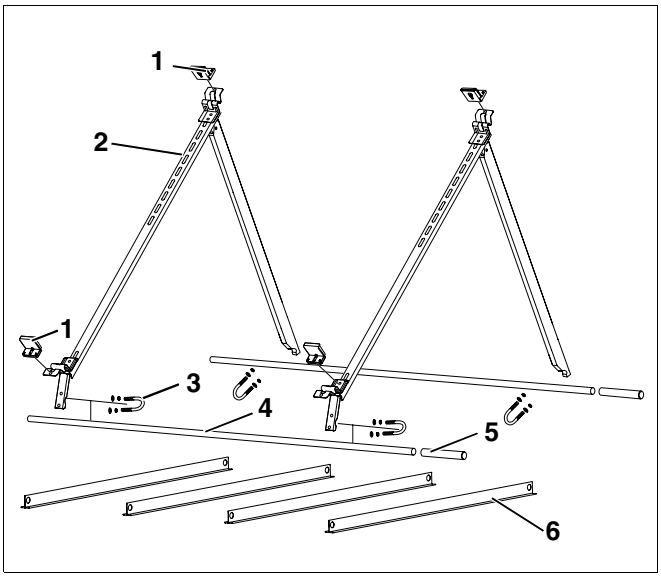

Afb. 5 Montageset voor plat dak, z. B. horizontale set
Voor elke collector heeft u een montageset voor plat dak nodig (afb. 5).
5.2.1 Montageset voor plat dak (per collector) – afb. 5